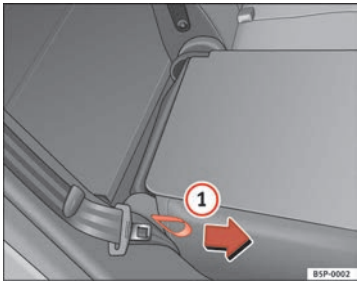

Fig. 99 Folding or opening the rear seat backrests
– Pull the loop on the side of the seat ⇒ fig. 99 (1)